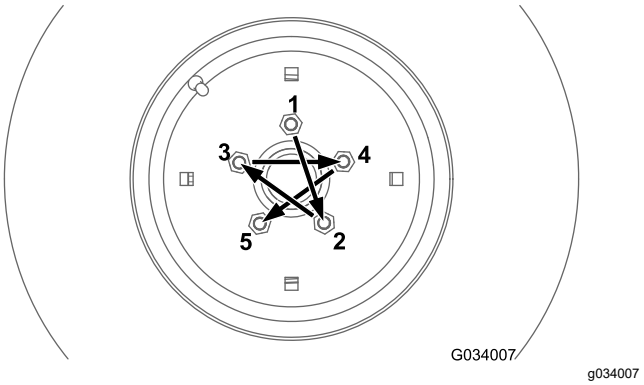
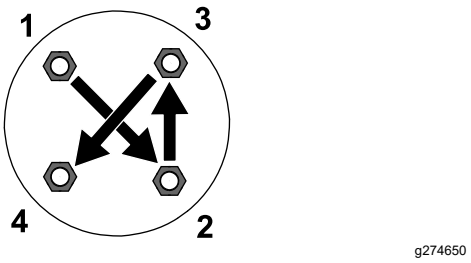

Bild 65
Bild 66
Ziehen Sie die Radmuttern an den Vorder- und Hinterrädern (nur Allradmaschinen) in einem kreuzförmigen Muster, wie in Bild 65 dargestellt, auf das angegebene Drehmoment an.Bild 66
- Vorderräder: siehe Bild 65
- Hinterräder (nur bei Allradmaschinen): siehe Bild 66